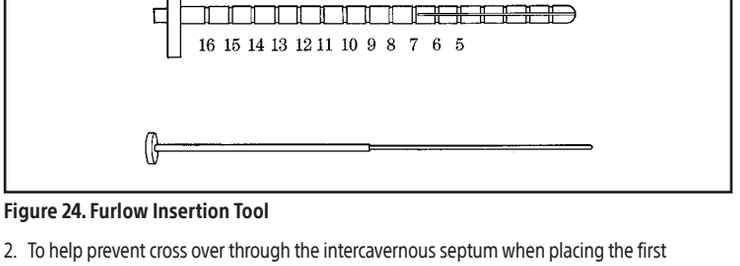

Figure 24. Furlow Insertion Tool
1. Use the Furlow Insertion Tool (Figure 24) and Keith Needle to help introduce the cylinders into the corpora cavernosa.